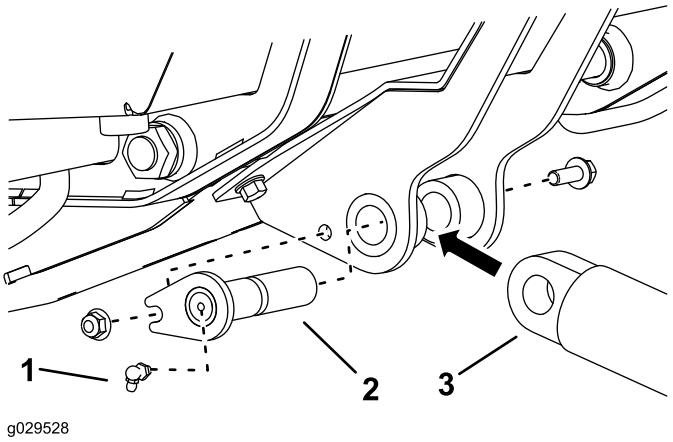

Rysunek 6
7. Przymocuj swobodny koniec siłownika hydraulicznego do zespołu wspornika siłownika przy pomocy sworznia osi obrotu montowanej na siłowniku, śruby (3/8 x 1 cal) i nakrętki (3/8 cala) w sposób podany na Rysunek 6.
8. Wkręć smarowniczkę w zakończenie sworznia osi obrotu w sposób podany na Rysunek 6.